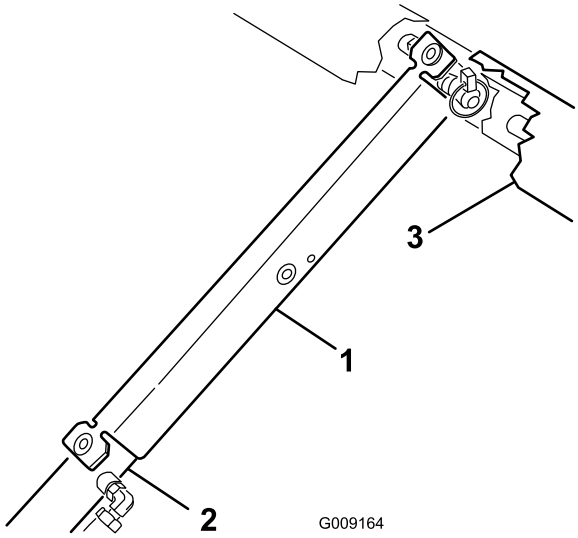

Figur 13
3. Skyv støttepilaren på sylinderstangen. Påse at pilarendene hviler på enden av sylinderløpet og sylinderstangen (Figur 13).